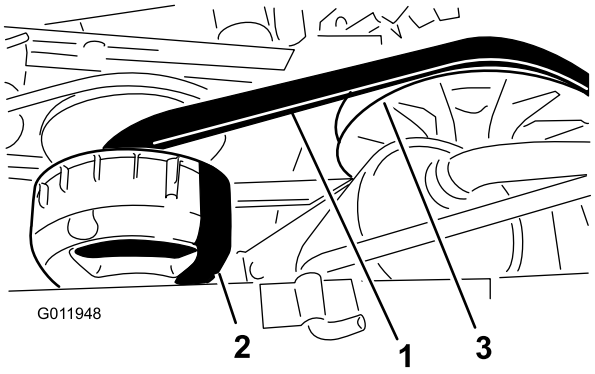

Figur 52
3. Drej og efterse remmen (Figur 52) for tegn på overdreven slid eller skader.
3. Drej remmen, og før den over den sekundære kobling (Figur 52).
4. Fjern remmen fra den primære kobling (Figur 52).
5. Placer den nye rem over den primære kobling (Figur 52).
6. Drej remmen, og før den over den sekundære kobling (Figur 52).